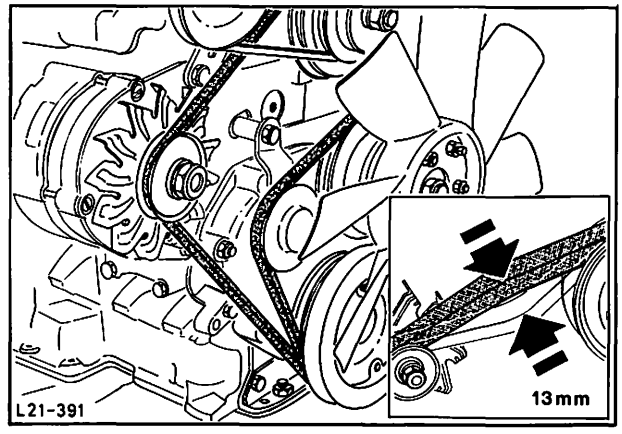

Abb. 156 Keilriemen – Lichtmaschine und Lüfter spannen
10. Lüfter anbauen, Keilriemen auflegen und mit Spannrolle spannen, Abb. 156.